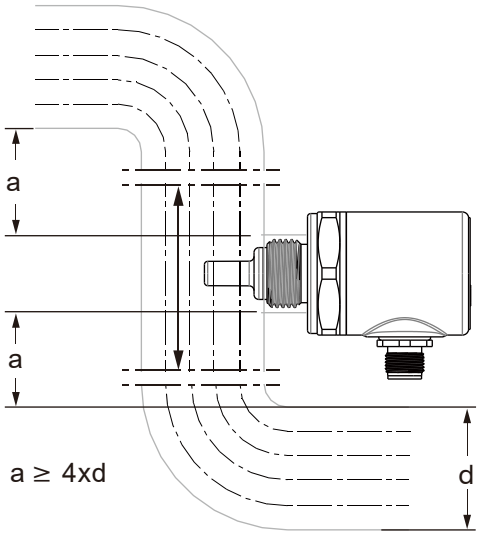

Fig. 1
2. The distance "a" should be at least four times the pipe diameter.(Fig. 1)